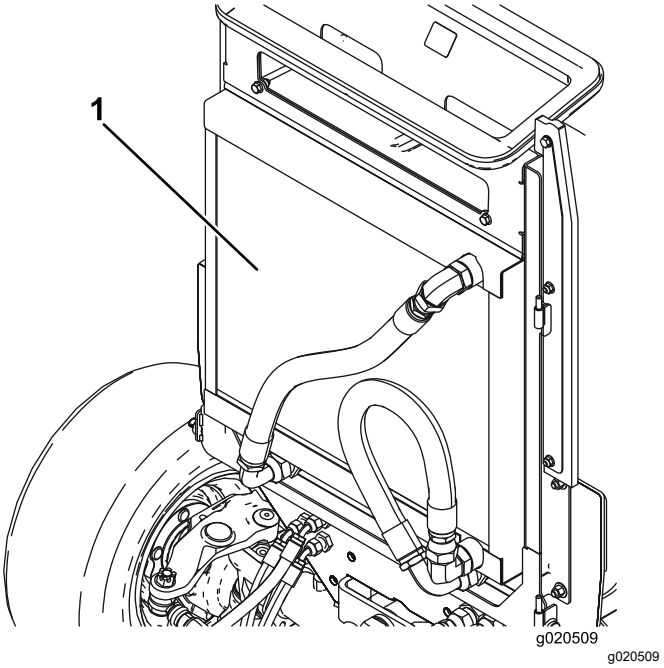

Figur 114
4. Rengør begge sider af oliekøler-/kølerområdet (Figur 114) grundigt med trykluft. Start fra forenden, og blæs snavs ud mod bagsiden. Rengør dernæst fra bagsiden, og blæs mod forenden. Gentag proceduren adskillige gange, indtil snavs og skidt er fjernet.